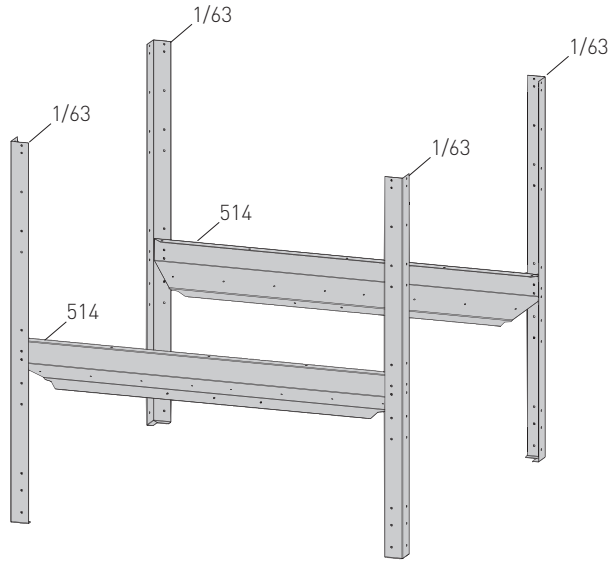

Fig. 6 Profili angolari di supporto con elementi di collegamento
Avvitare 2 elementi di collegamento longitudinali (514). Inserire tutte le viti dall'esterno verso l'interno, avvitare i dadi all'interno e serrarli solamente a mano – Fig. 6.